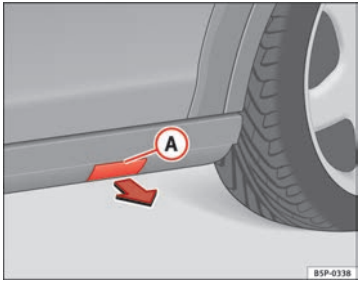

Fig. 182 Plastic sill panel trim with jack allotment cover
– Remove the cap (A) to access the anchor point for the vehicle jack ⇒ fig. 182.
– Pull on the cover and remove it from its allotment in the direction of the arrow ⇒ fig. 182.